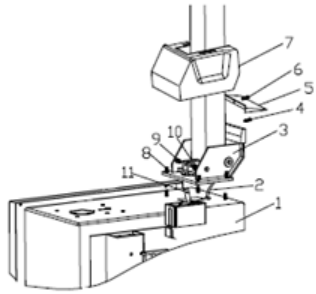

Abb. 3
2. Setzen Sie die Kippsäule (3, Abb. 3) mit 4 Schrauben (M12) auf das Gehäuse (1, Abb. 3), stecken Sie den Luftschlauch (2, Abb. 3) durch das Loch der Säule. Ziehen Sie die 4 selbstsichernden Muttern (8, Abb. 3) fest.
3. Stecken Sie die Schraube (9, Abb. 3) in die Löcher der Säule und der Kippzylinderwelle (11, Abb. 3) und ziehen Sie sie mit der selbstsichernden Mutter (10, Abb. 3) fest.
4. Lösen Sie die beiden Schrauben an der linken Abdeckung und nehmen Sie die Abdeckung ab. Verbinden Sie den bereits erwähnten Luftschlauch (2, Abb. 3) mit den seitlichen Öffnungen, die das kippbare 5-Wege-Ventil steuern. Befestigen Sie die linke Abdeckung.
5. Befestigen Sie die Kunststoffabdeckung (7, Abb. 3) mit zwei Schrauben (4, Abb. 3).
6. Bringen Sie die hintere Kunststoffabdeckung (5, Abb. 3) mit der Schraube (6, Abb. 3) an der Säule an.